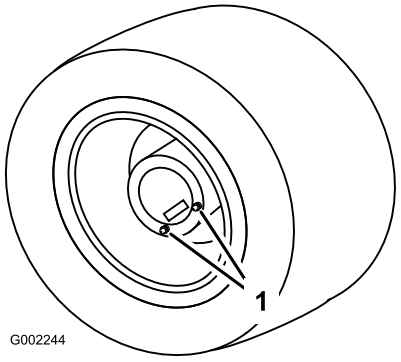

Figuur 46
1. Parkeer de spuitmachine op een horizontaal oppervlak met de achterwielen zodanig geplaatst dat de olie kan worden afgetapt, zoals wordt getoond in Figuur 46.
3. Plaats een opvangbak onder de aftappluggen en verwijder deze uit het wiel (Figuur 46).